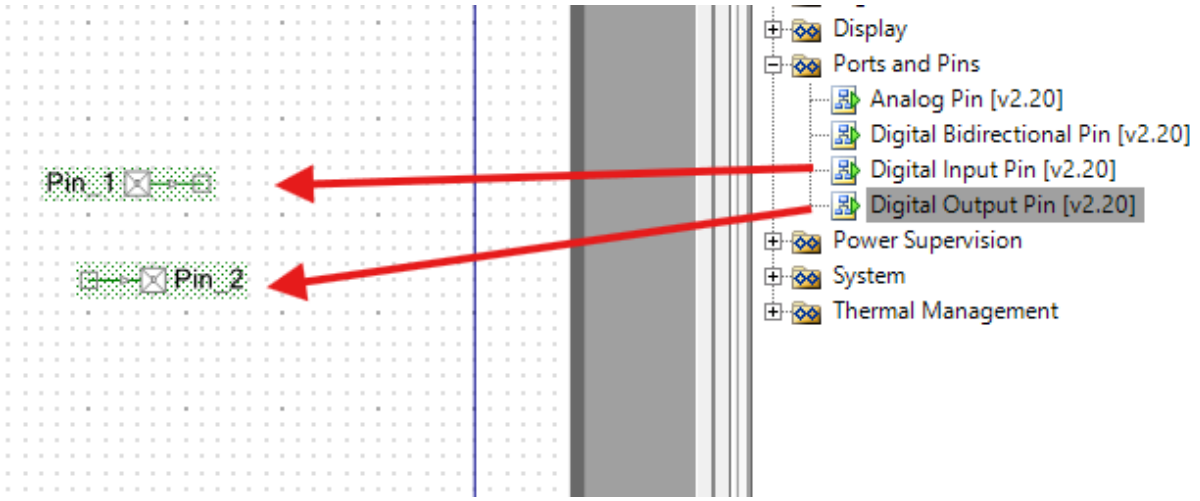

Рисунок 8 - Вибір потрібних компонентів
6. В каталозі Cypress, обираємо папку Port and Pins та перетягуємо на сторінку схеми два компоненти (рис. 8) вхідний Digital Input Pin [v2.20] та вихідний Digital Output Pin [v2.20] піни.